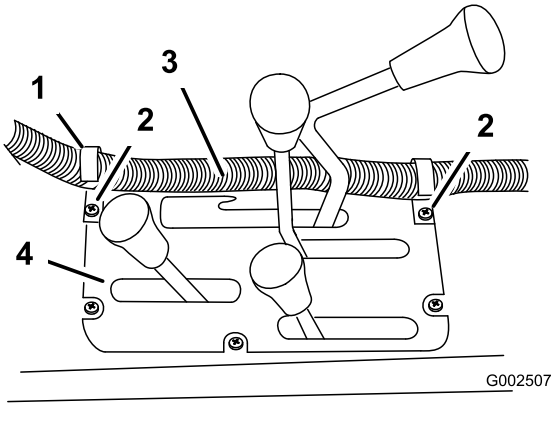

Figur 16
4. Montera två J-klämmor i mittkonsolen på punkterna vid Figur 16 med de befintliga skruvarna.